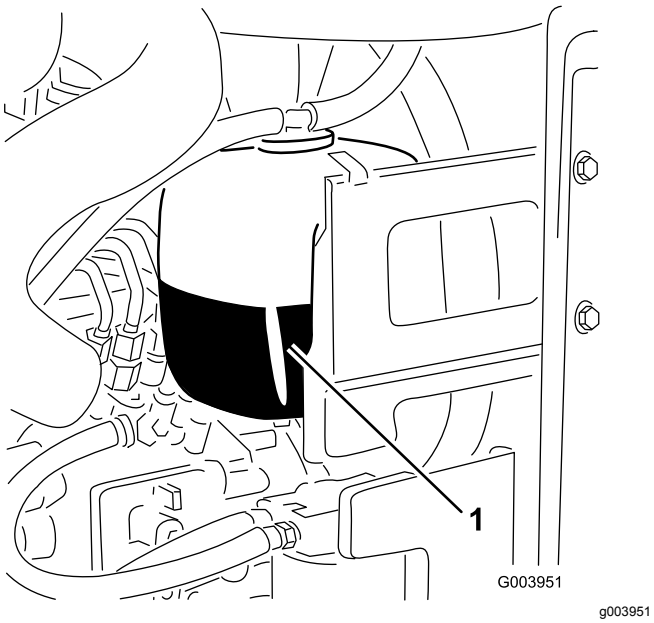

**Figur 32**
1. Kontroller kjølemiddelnivået i ekspansjonstanken (Figur 32).